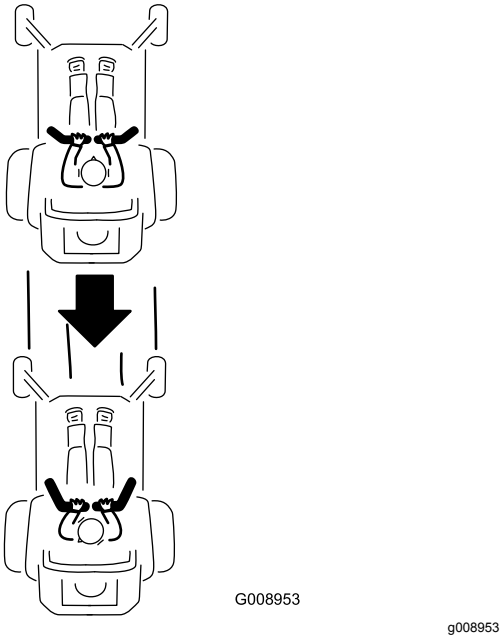

Figura 27
2. Para ir hacia atrás, tire lentamente de las palancas de control de movimiento hacia atrás (Figura 27).